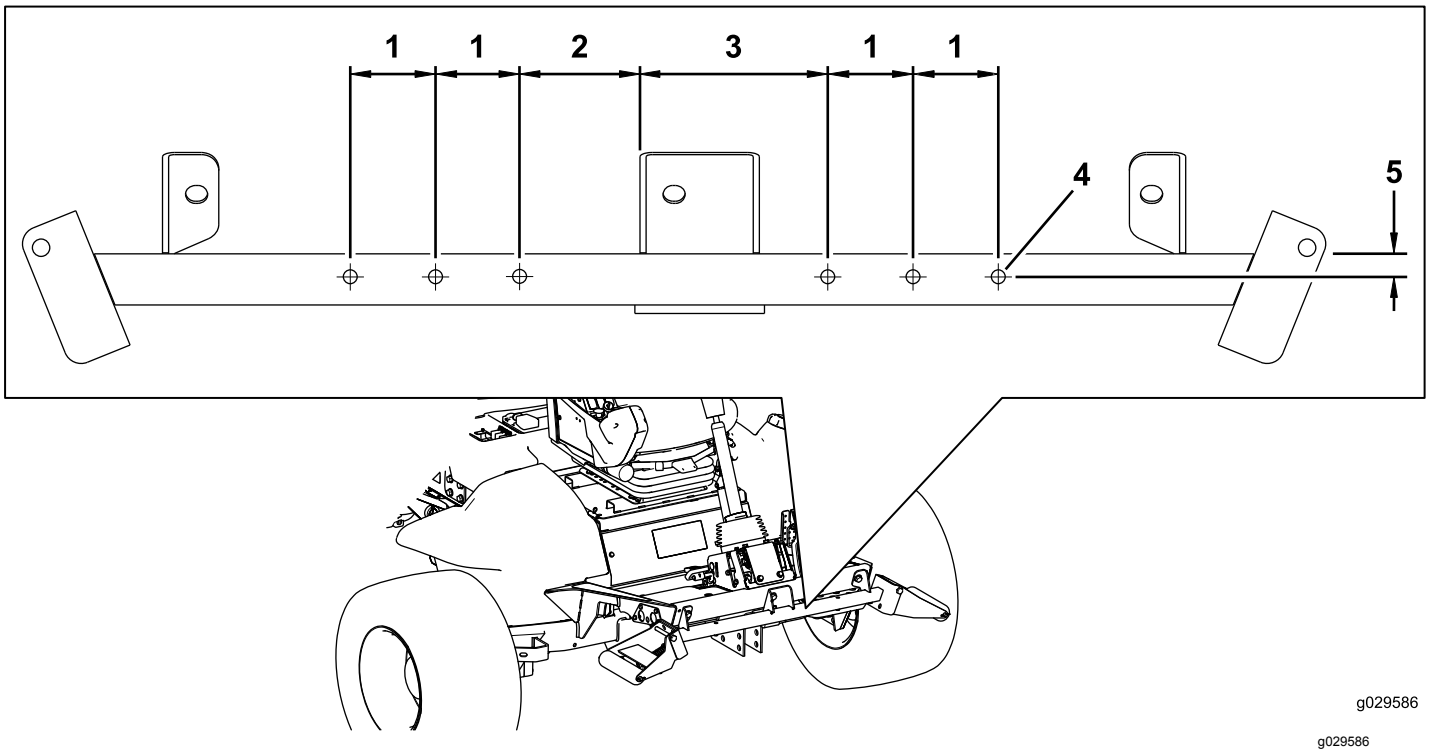

Figur 2
5. Bruk målene i Figur 2 til å lokalisere og bore seks hull (1,0 cm) gjennom begge veggene på valsestøtterøret.